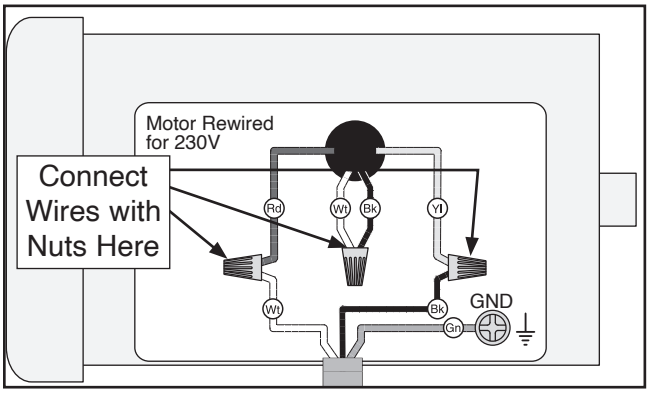

Figure 7. Motor rewired for 230V.
4. Use wire nuts to connect wires as indicated in **Figure 7**. Twist wire nuts onto their respective wires and wrap them with electrical tape so they will not come loose during operation.